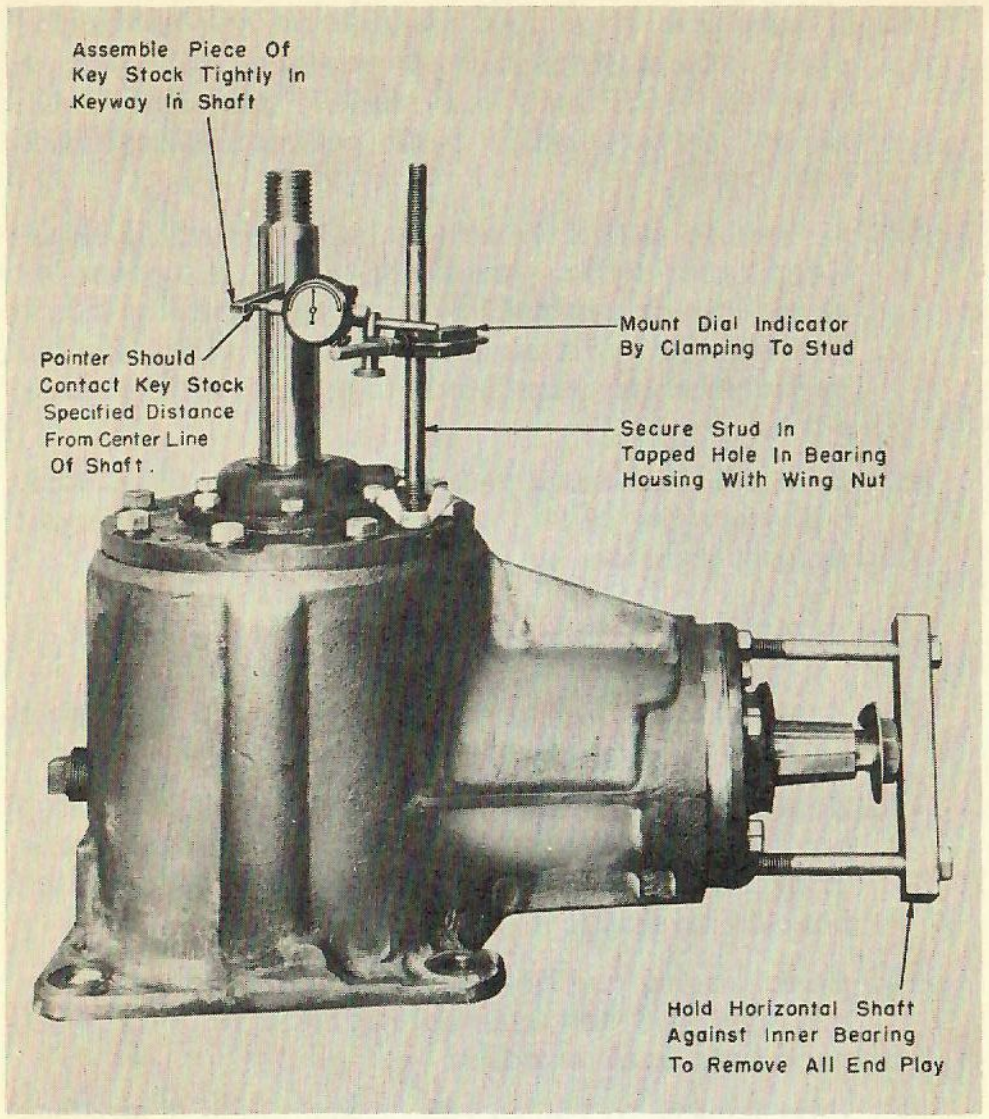

Fig. 6-12
2. Before disassembling gear box, check back lash as follows: See Fig. 6-12.
21. Lock horizontal shaft to keep horizontal gear from moving (see Fig. 6-12), and adjust back lash as follows:
18. Lock horizontal shaft to keep horizontal gear from moving, (see Fig. 6-12) and adjust back lash as follows: